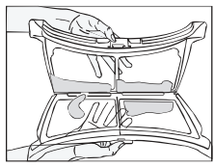

Fig 6
3. Clean lint, fibre and cotton ravelling by hand or with a soft piece of cloth **(Fig6, 7)**.